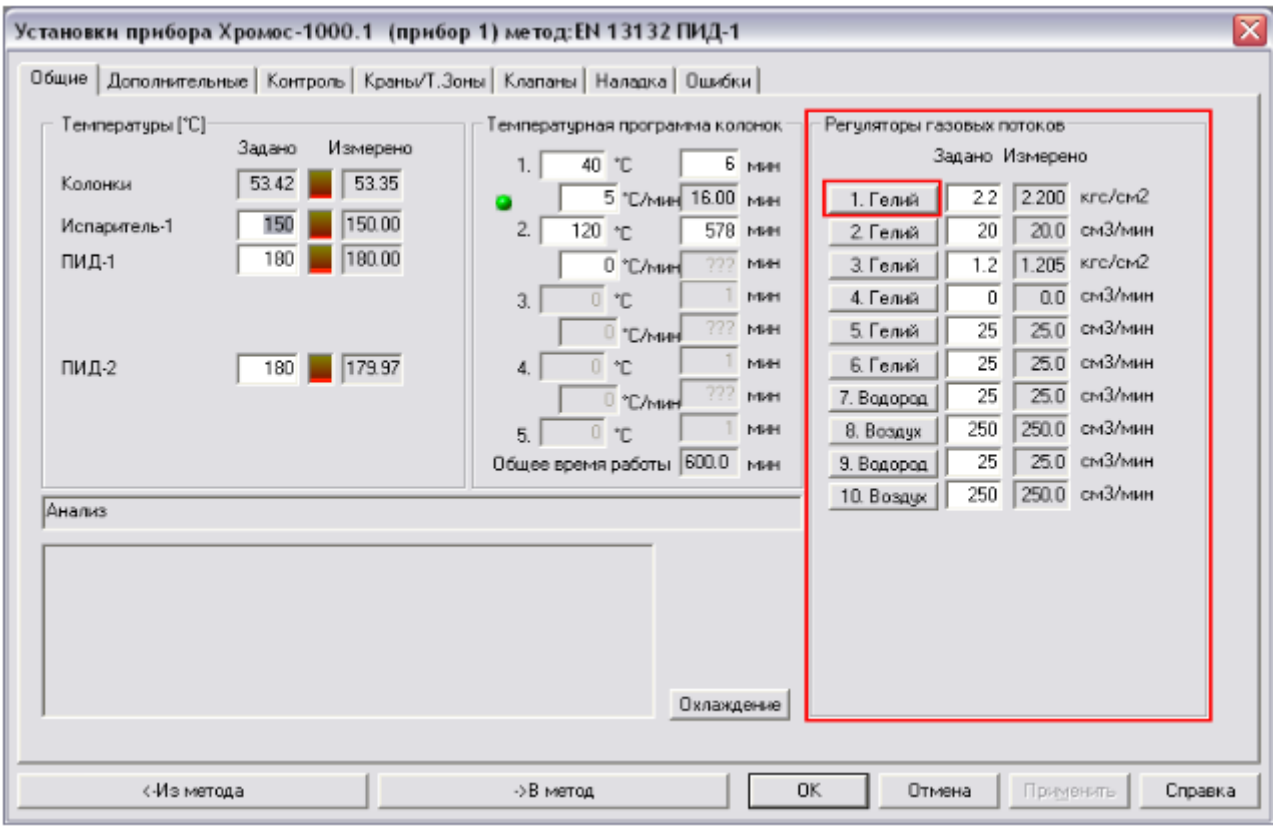

Рис. 34: Окно «Установки прибора»
1. На панели управления, рядом с названием прибора, нажмите **Установки**. Откроется окно *Установки прибора* (Рис. 34).